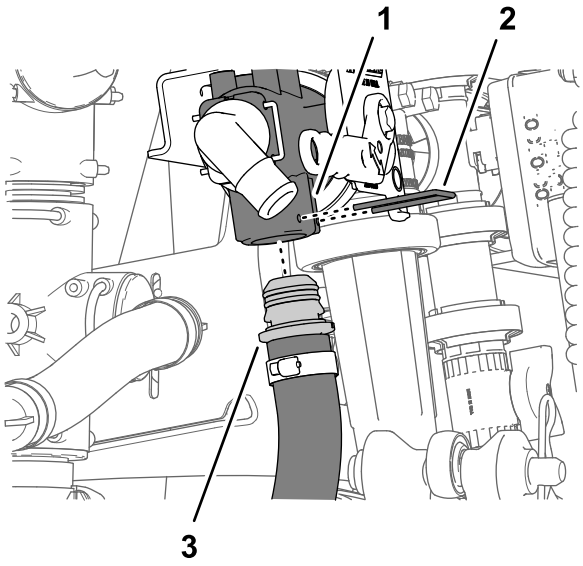

Figur 226
3. Rikta in tryckslangens (Toro-artikelnr 131-9648) andra 90-graderskoppling med den öppna porten på T-kopplingen på sprutans pump och för in 90-graderskopplingen så att den sitter ordentligt i T-kopplingen (Figur 226).
4. Rikta in tryckslangens raka hullingförsedda koppling (Toro-artikelnr 131-9648) med den nedre porten på vätskeavstängningsventilen och för in den raka kopplingen så att den sitter ordentligt i ventilen (Figur 226).